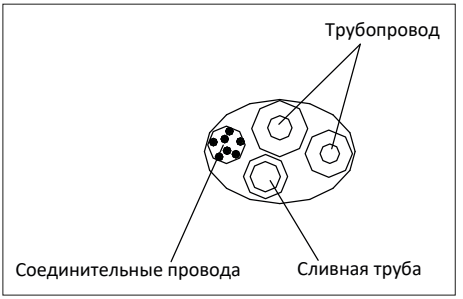

Рисунок 6
- Расположите соединительные трубы, кабель, дренажный шланг, как показано на рис. 6, а затем подсоедините дренажный шланг к сливному отверстию. Дренажный шланг должен быть проложен под наклоном (вниз). Скрепите соединительные трубы, кабели и дренажный шланг вместе виниловой лентой. Обеспечьте достаточное пространство между дренажной трубой и землей. Не ставьте дренажную трубу в воду или канаву.